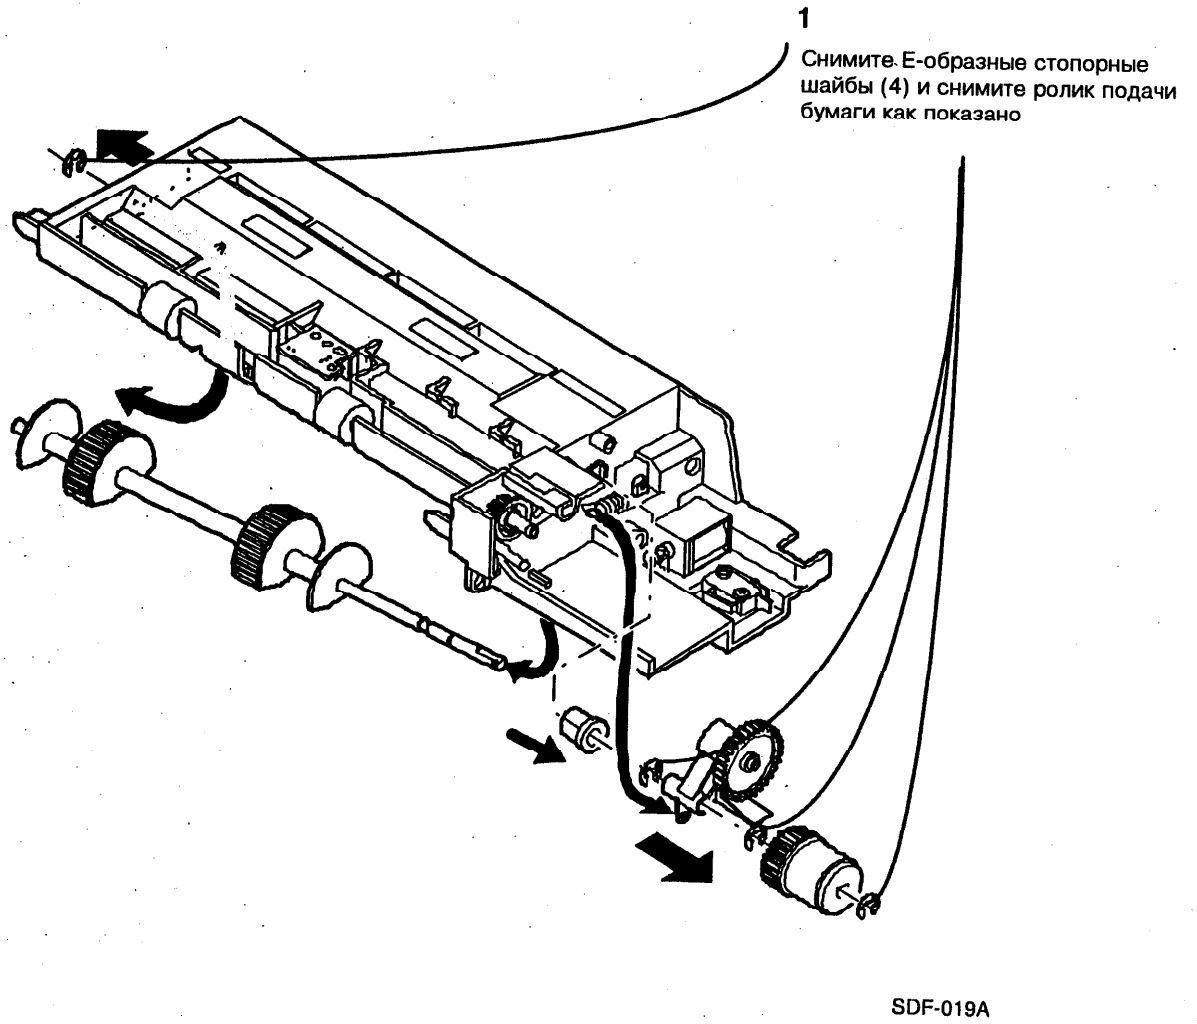

Рис. 1. Снятие узла ролика подачи бумаги
2. (Рис. 1) Снимите ролик подачи бумаги .